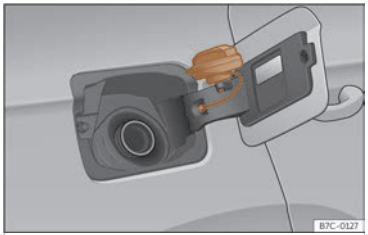

Abb. 181 Tankklappe mit aufgestecktem Tankverschluss.
- Platzieren Sie den Verschluss in der Aussparung, die sich im Scharnier der geöffneten Tankklappe befindet ››› (Abb. 181).